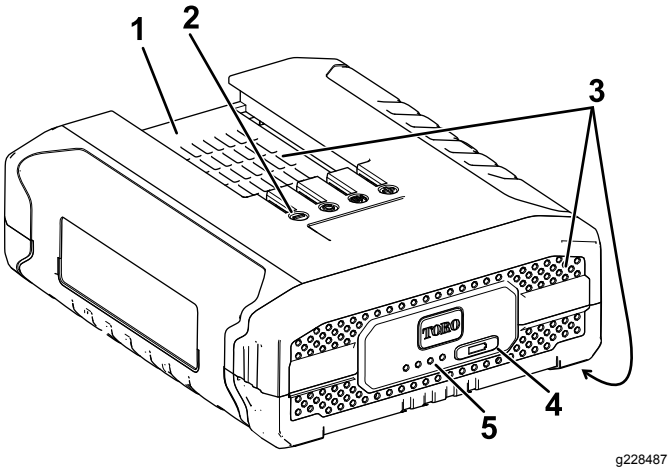

Figura 7
2. Alinee el hueco de la batería (Figura 7) con la lengüeta del cargador.